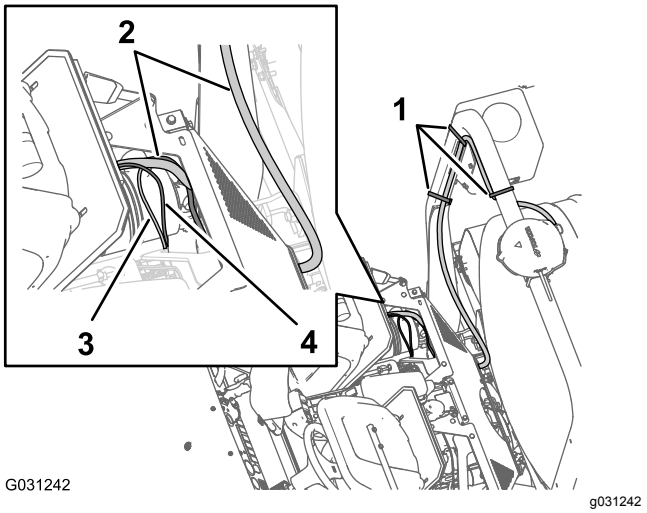

Figur 160
1. Dra elkablagedelen på 100 cm (Figur 160) med kontakten med ett stift ned till området där maskinens främre och bakre kablage ansluter till varandra. Se Figur 120 i Ansluta de främre och bakre kablagen (sida 52).
2. Dra datakablagedelen på 100 cm (Figur 160) med kontakten med fyra stift för CAN 2-/sprutreglaget ned till området där maskinens främre och bakre kablage ansluter till varandra. Se Figur 120 i Ansluta de främre och bakre kablagen (sida 52).